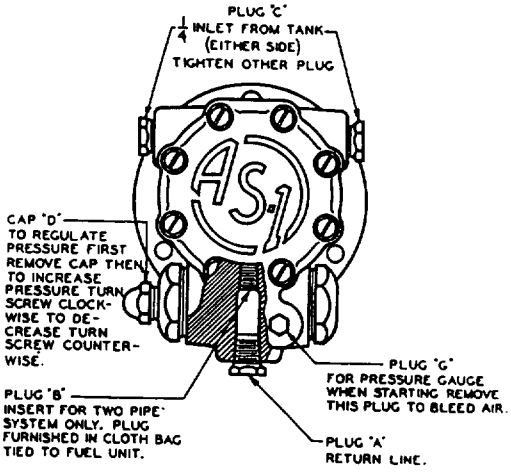

FIG. 11—Fuel Unit-Pump
1. Insert by-pass plug "B" into pump as per instructions attached to pump. Also see Page 8, Fig. 11.